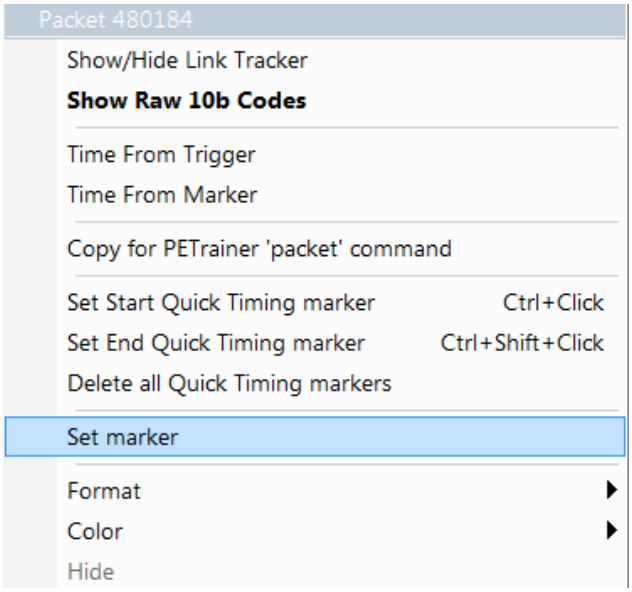

Figure 6.18: CATC Trace: Set Marker
1. Right-click the **Packet** field of the packet you want to mark (see Figure 6.18 on page 395) or hover over the packet and click **Ctrl+K,** or select the packet and click **Ctrl+L**.